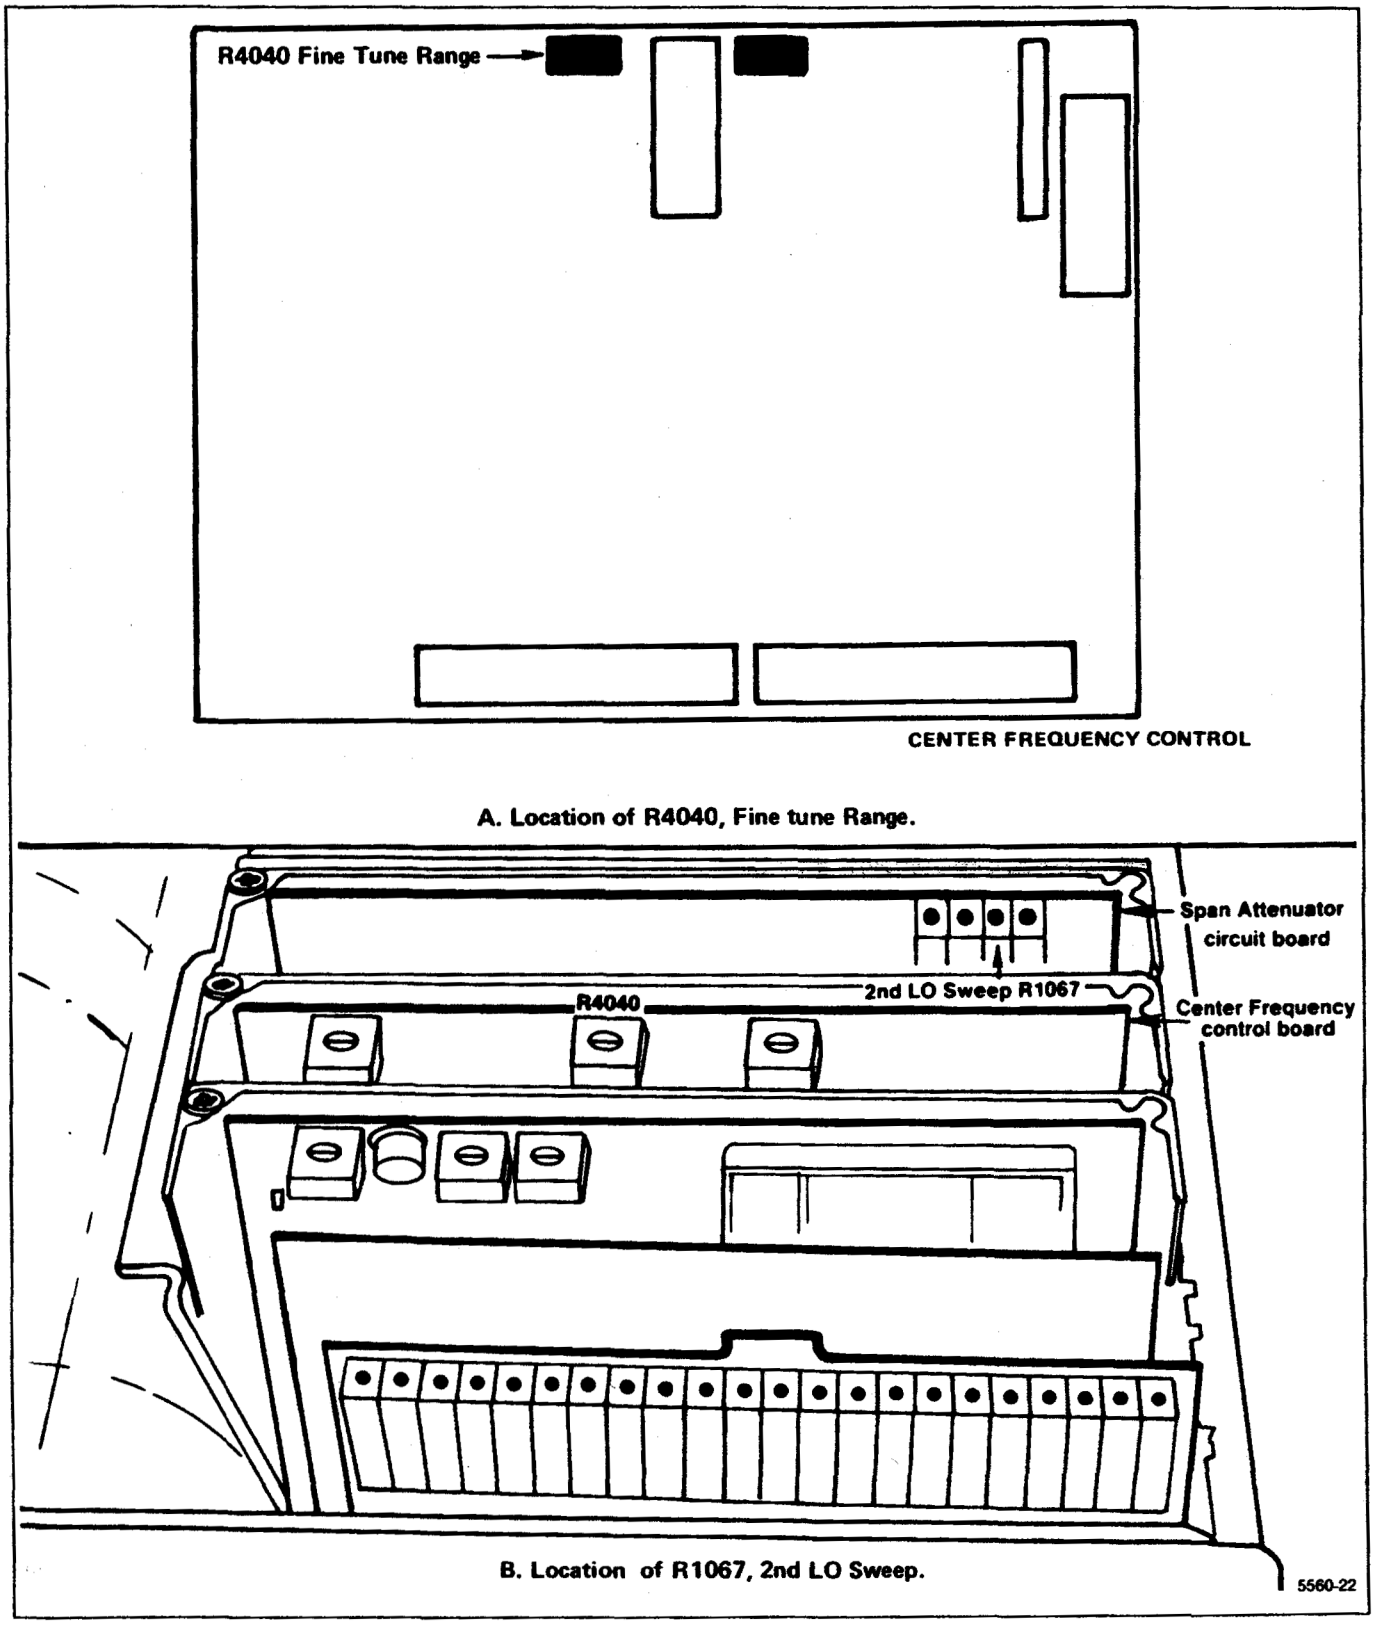

Figure 6-24. Tune and Sweep Range adjustments.
(3) If one of the pads provides a frequency that is within the range of 17.5 MHz ±0.25 MHz, solder the wire strap to this pad. If the frequency is still outside the range, move the jumper to the other pad for T2092 and repeat the procedure. Frequency must equal 17.5 MHz ±0.25 MHz.
a. Center the Fine Tune adjustment R4040, on the Center Frequency Control board and the 2nd LO Sweep adjustment R1067, on the Span Attenuator board (Figure 6-24).
c. Adjust the 2nd LO Sweep R1067, on the Span Attenuator board (Figure 6-24), so the comb lines on opposite sides of the screen, are exactly 8 major divisions apart.